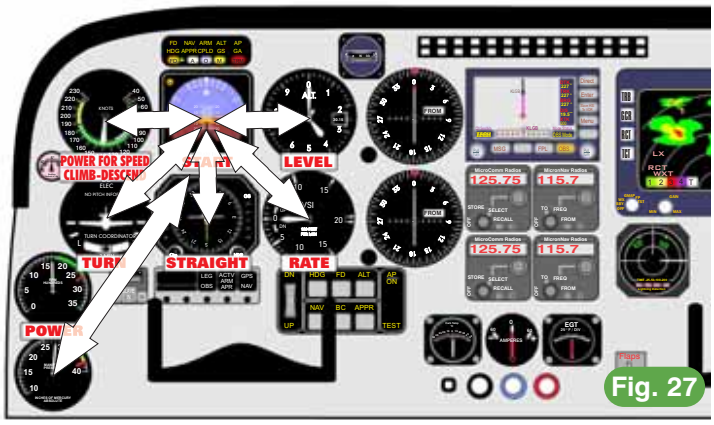

Fig. 27
Step 2 directs you to radial cross-check the primary instruments. To radial cross-check means to start the scan at the attitude indicator, marked START, move to an instrument (a primary instrument in this step—remember that the primary instruments have been labeled for easy identification), extract information from it, return to the attitude indicator and make any correction in attitude, if necessary. This is called the radial cross-check because the visual scanning track is from the attitude indicator out to the primary instrument, then back to the attitude indicator, repeating this process as often as necessary to make the primary instrument read as it should. Radial cross-checking the panel instruments creates what appear to be spokes radiating from the attitude indicator to the other instruments, as shown in Figure 27. After we examine Step 3 of this scan, we'll take a closer look at examples of how to apply Step 2 in some of the most common attitude changes you'll make during instrument flying.